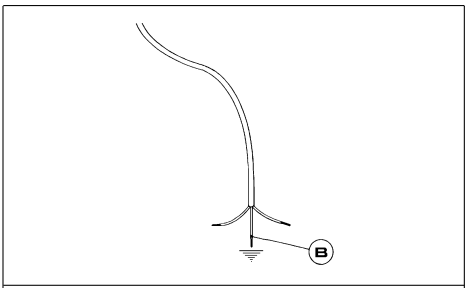

**AFB. 20**
***Bij vervanging van de voedingskabel moet de installateur de aarddraad langer houden dan de fasedraden (zie afb. 20) en bovendien rekening houden met de aanwijzingen van paragraaf 8.***